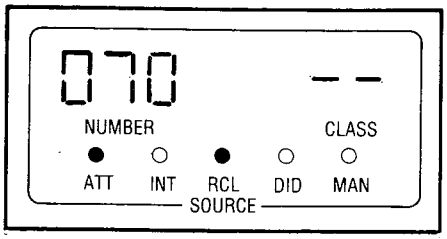

Fig. 217-6
- SOURCE display (Fig. 217-6) shows the equipment number of the calling trunk
RETURN CALL TO CONSOLE (FIG. 217-6)